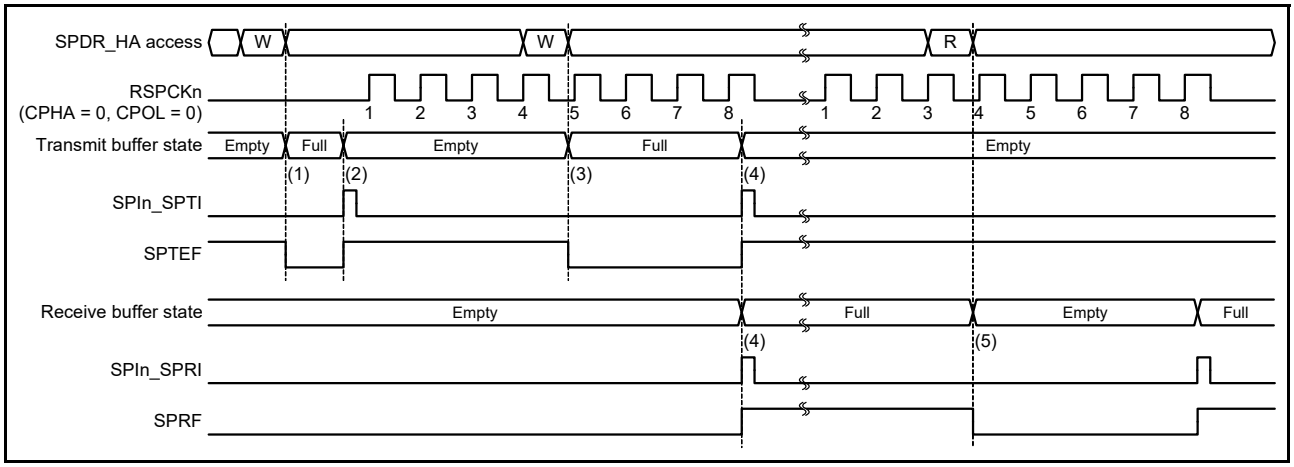
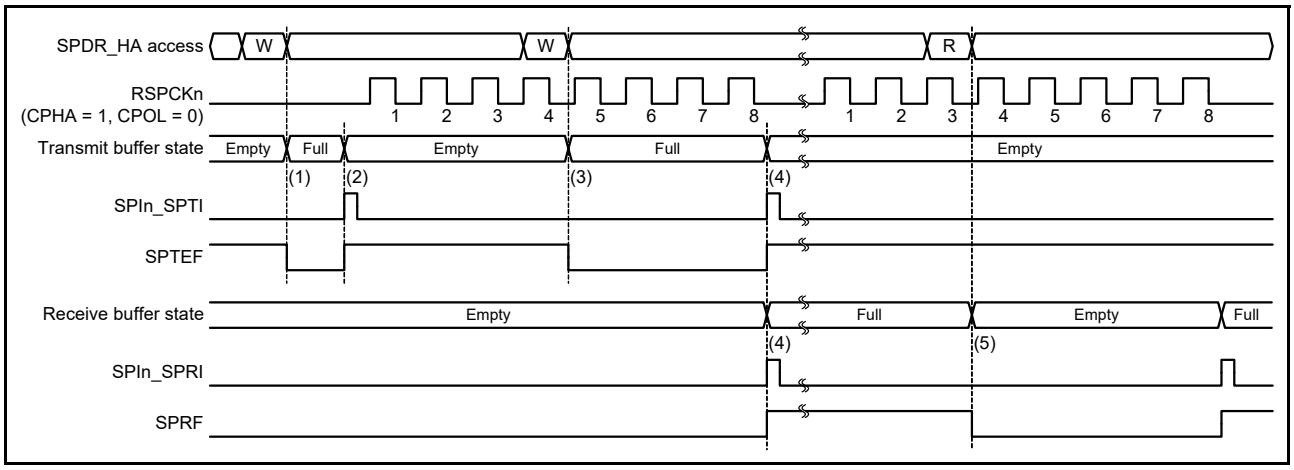

Figure 30.26 Operation example of SPIn_SPTI and SPIn_SPRI interrupts when CPHA = 0 and CPOL = 0
Figure 30.27 Operation example of SPIn_SPTI and SPIn_SPRI interrupts when CPHA = 1 and CPOL = 0
Figure 30.26 and Figure 30.27 show operation examples of the transmit buffer empty interrupt (SPIn_SPTI) and the receive buffer full interrupt (SPIn_SPRI). The register accesses shown in these figures indicate the conditions of access to the SPDR/SPDR_HA register, where W denotes a write cycle and R a read cycle. In Figure 30.26, the SPI performs an 8-bit serial transfer when the SPCR.TXMD bit is 0, the SPCMD0.CPHA bit is 0, and the SPCMD0.CPOL bit is 0.
In Figure 30.27, the SPI performs an 8-bit serial transfer in which the SPCR.TXMD bit is 0, the SPCMD0.CPHA bit is 1, and the SPCMD0.CPOL bit is 0. The numbers given for RSPCKn in the waveform represent the number of RSPCK cycles, such as the number of transferred bits.
The operation of the SPI at timings (1) to (5) in Figure 30.27 is as follows:
(1) When transmit data is written to SPDR/SPDR_HA with the transmit buffer of SPDR/SPDR_HA empty and data for the next transfer not set, the SPI writes data to the transmit buffer and clears the SPSR.SPTEF flag to 0.
(2) If the shift register is empty, the SPI copies data in the transmit buffer to the shift register, generates a transmit buffer empty interrupt request (SPIn_SPTI), and sets the SPSR.SPTEF flag to 1. How a serial transfer is started depends on the SPI mode. For details, see section 30.3.10, SPI Operation, and section 30.3.11, Clock Synchronous Operation.
(3) When transmit data is written to SPDR/SPDR_HA either by the transmit buffer empty interrupt routine, or by the processing of the transmit buffer empty using the SPTEF flag, the SPI writes data to the transmit buffer and clears the SPTEF flag to 0. Because the serially transferred data is stored in the shift register, the SPI does not copy the data in the transmit buffer to the shift register.
(4) When the serial transfer ends with the SPDR/SPDR_HA receive buffer empty, the SPI copies the receive data in the shift register to the receive buffer, generates a receive buffer full interrupt request (SPIn_SPRI), and sets the SPRF flag to 1. Because the shift register is empty on completion of the serial transfer, when the transmit buffer was full before the serial transfer ended, the SPI sets the SPTEF flag to 1 and copies data in the transmit buffer to the shift register. Even when received data is not copied from the shift register to the receive buffer in an overrun error status, on completion of the serial transfer, the SPI determines that the shift register is empty, so data transfer from the transmit buffer to the shift register is enabled.
(5) When SPDR/SPDR_HA is read either by the receive buffer full interrupt routine or by the processing of the receive buffer full interrupt using the SPRF flag, the receive data can be read.